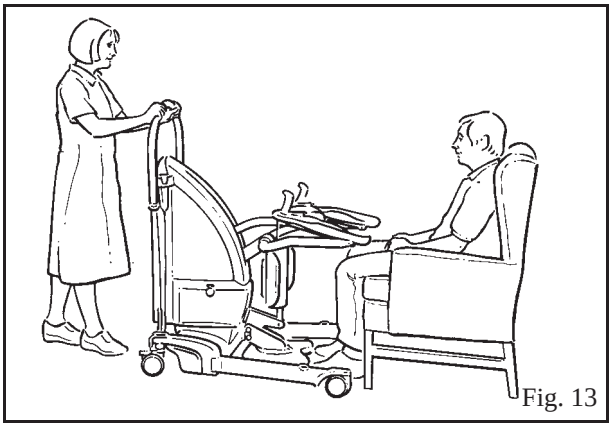

Fig. 13
3. Nærm dig plejemodtageren forfra med liften, og stands, før fodstøtten og Proactive Pad berører plejemodtageren. (Se fig. 13)